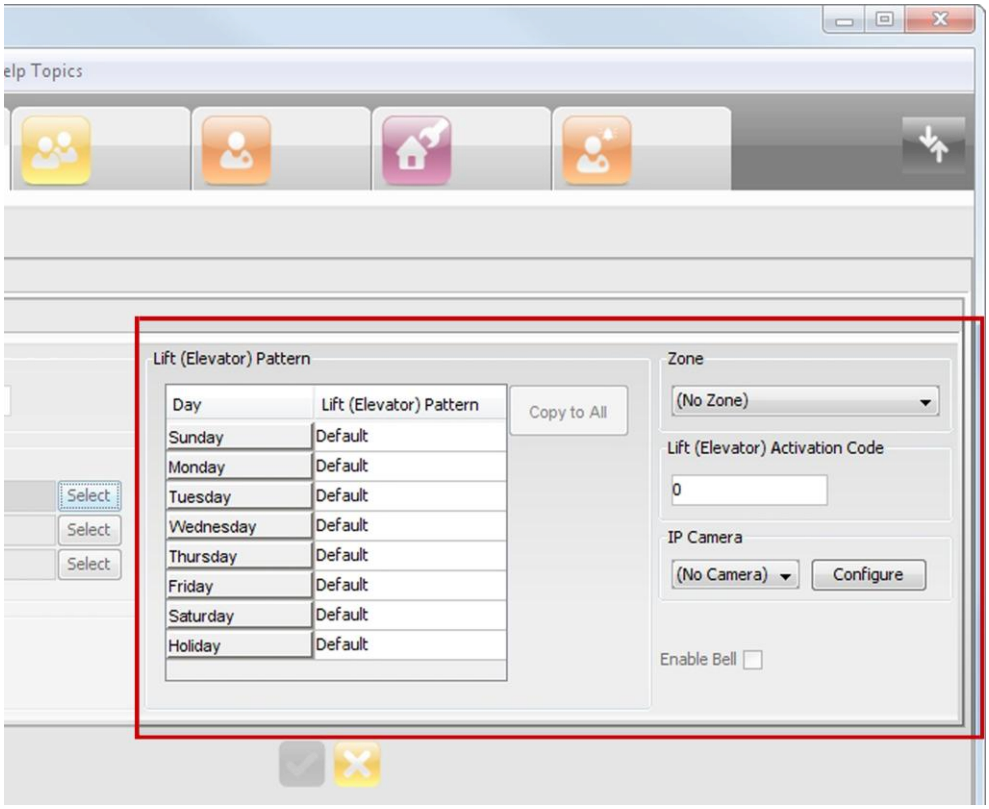

Figure 5 – Right-hand Side of the Door Configuration Pane
2. In the **Lift (Elevator) Pattern** group (see Figure 5), make your selections from the Day's Lift (Elevator) Mode Pattern drop-down lists.